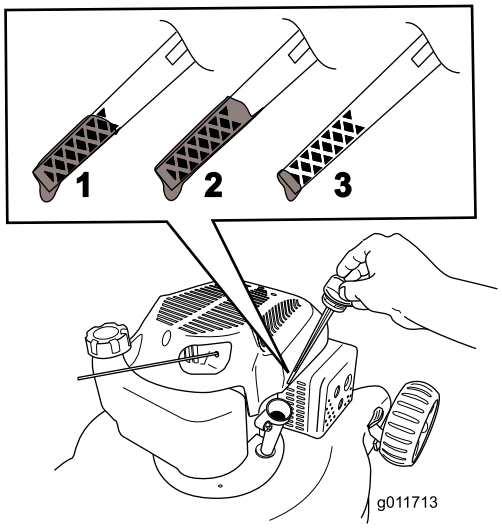

Figure 4
2. Remove the dipstick (Figure 4).
3. **Slowly** pour oil into the oil fill hole, wait a few minutes, and check the oil level on the dipstick by wiping the dipstick clean and then inserting, **but not screwing in,** the oil fill cap into the hole (Figure 4).
Note: Fill the engine crankcase with oil until the dipstick indicates that the engine oil level is correct as shown in Figure 4. If you overfill the engine with oil, remove the excess oil as directed in Changing the Engine Oil.